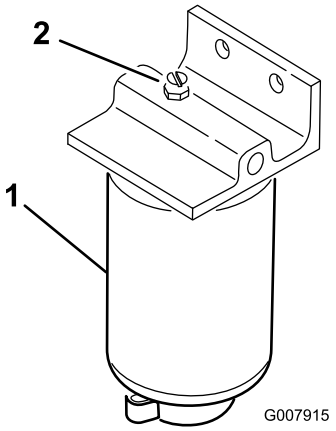

Bild 35
3. Öffnen Sie die Entlüftungsschraube am Kraftstofffilter/Wasserabscheider (Bild 35).